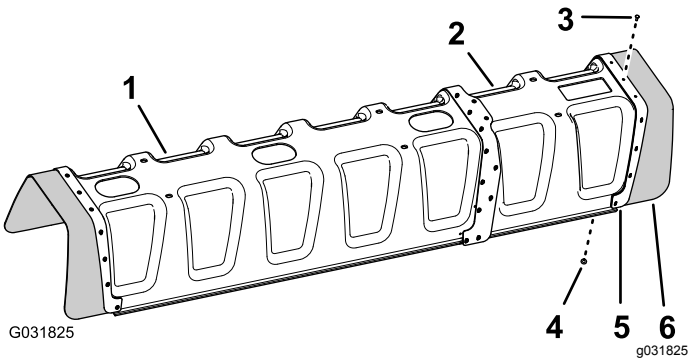

Rysunek 151
5. Ustaw otwory w osłonie gumowej i płycie usztywniającej (jeden rząd otworów) zdemontowanej w kroku 2 równo z otworami na końcu przedłużenia pokrywy (Rysunek 151).